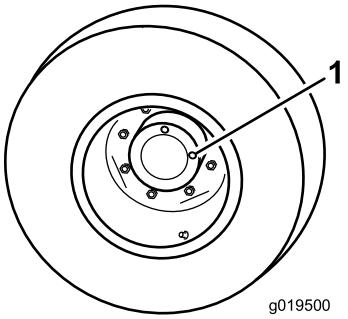

Figur 14
1. Ställ maskinen på en plan yta och placera hjulen så att kontrollpluggen (Figur 14) är i läget klockan 12 och den andra är i läget klockan 3.
1. Kontroll-/avtappningsplugg (2)
2. Ta bort pluggen som sitter i läget klockan 3 (Figur 14). Oljenivån ska vara vid botten av kontrollplugghålet.